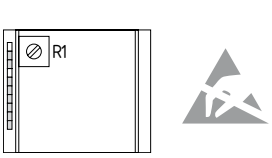

Fig.3
- Ligar o voltímetro na saída L84 e no potencial 0 V, de seguida girar o trimmer da lâmpada R1 (ver Fig. 3) até a saída L84 alterar o estado do sinal de 0 V para 24 V.